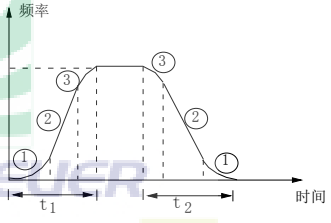

图 5-12　S 曲线加减速
输出频率按照 S 曲线递增或递减，如图 5-12 所示。
S 曲线起始段时间：如图 5-12 中①所示，这里输出频率变化的斜率从 0 逐渐递增。
S 曲线上升段时间：如图 5-12 中②所示，这里输出频率变化的斜率恒定。
S 曲线结束段时间如图 5-12 中③所示，这里输出频率变化的斜率逐渐递减到 0。